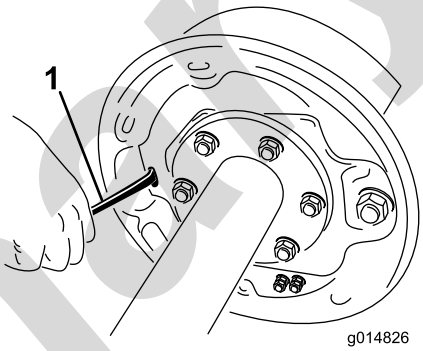

Rysunek 51
4. Obróć pokrętło gwiazdowe zespołu regulatora za pomocą wkrętaka, rozszerzając szczęki hamulcowe (Rysunek 51).